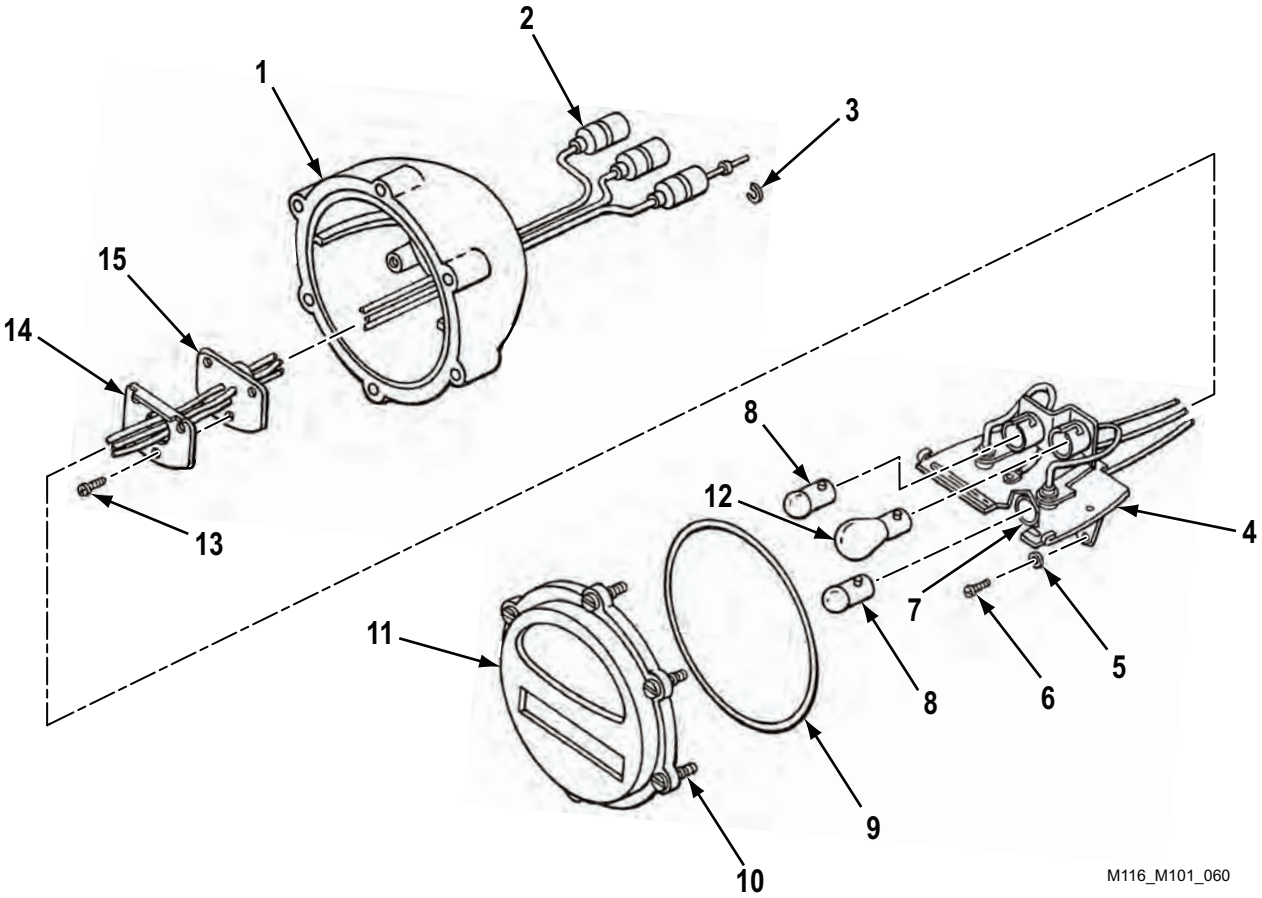

Figure 4. Stoplight Disassembly.
1. Push back three shells (Figure 4, Item 2) and remove slotted washers (Figure 4, Item 3) and shells (Figure 4, Item 2) off wire.
2. Loosen six screws (Figure 4, Item 10), remove lens retainer (Figure 4, Item 11), and preformed packing (Figure 4, Item 9). Discard preformed packing (Figure 4, Item 9).
3. Remove lamp (Figure 4, Item 12) and two lamps (Figure 4, Item 8) from sockets (Figure 4, Item 7) by pushing in and turning counterclockwise.
4. Remove two screws (Figure 4, Item 6) and lockwashers (Figure 4, Item 5). Discard lockwashers (Figure 4, Item 5).
5. Remove three screws (Figure 4, Item 13) and pull socket and wiring assembly (Figure 4, Item 4), retaining plate (Figure 4, Item 14), and grommet (Figure 4, Item 15) out of housing (Figure 4, Item 1).
1. Slip wires through hole in housing (Figure 4, Item 1).
2. Position grommet (Figure 4, Item 15), retaining plate (Figure 4, Item 14), and socket and wiring assembly (Figure 4, Item 4) inside housing (Figure 4, Item 1) with double socket at top. Install three screws (Figure 4, Item 13).
3. Install two new lockwashers (Figure 4, Item 5) and screws (Figure 4, Item 6).
4. Install lamp (Figure 4, Item 8) in top-left socket (Figure 4, Item 7) and lamp (Figure 4, Item 8) in bottom socket (Figure 4, Item 7) by pushing in and turning clockwise.
5. Install lamp (Figure 4, Item 12) in top-right socket (Figure 4, Item 7) by pushing in and turning clockwise.
6. Slip three shells (Figure 4, Item 2) over electrical contacts and wires. Install three slotted washers (Figure 4, Item 3) in back of electrical contacts and pull shells (Figure 4, Item 2) over slotted washers (Figure 4, Item 3) and electrical contacts.